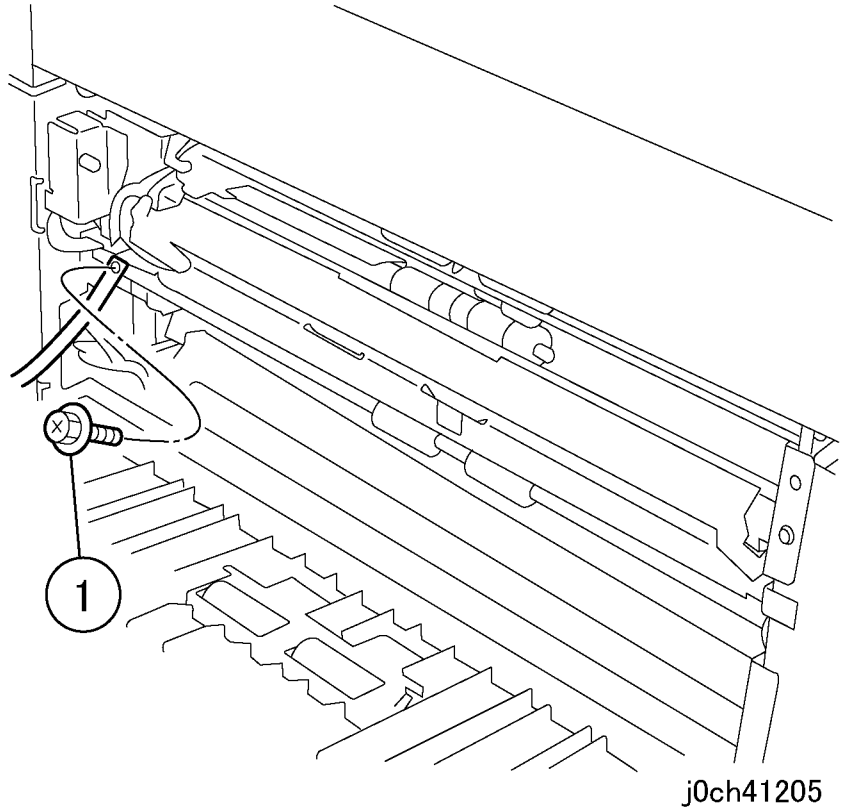

Рисунок 1 Отворачивание винтов (j0ch41205)
4. Отверните винты (рисунок 1).